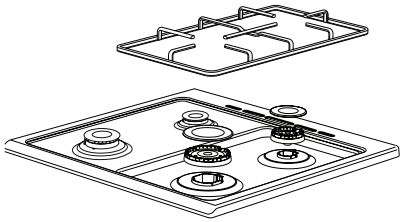

Figura 1
1. Eleve la rejilla, la tapa del quemador y el quemador del producto de forma que el inyector quede visible (Véase la figura 1).